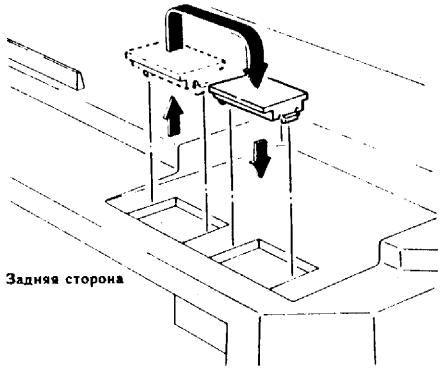

Рис.5. Перемещение заглушки
9. Переместить заглушку (рис.5).